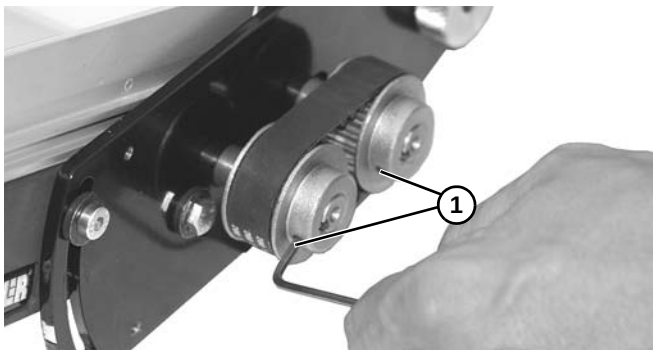

Figure 80
7. Faire bien affleurer les deux avec l'axe et serrer les vis de fixation **(Figure 80, élément 1)** sur les poulies.